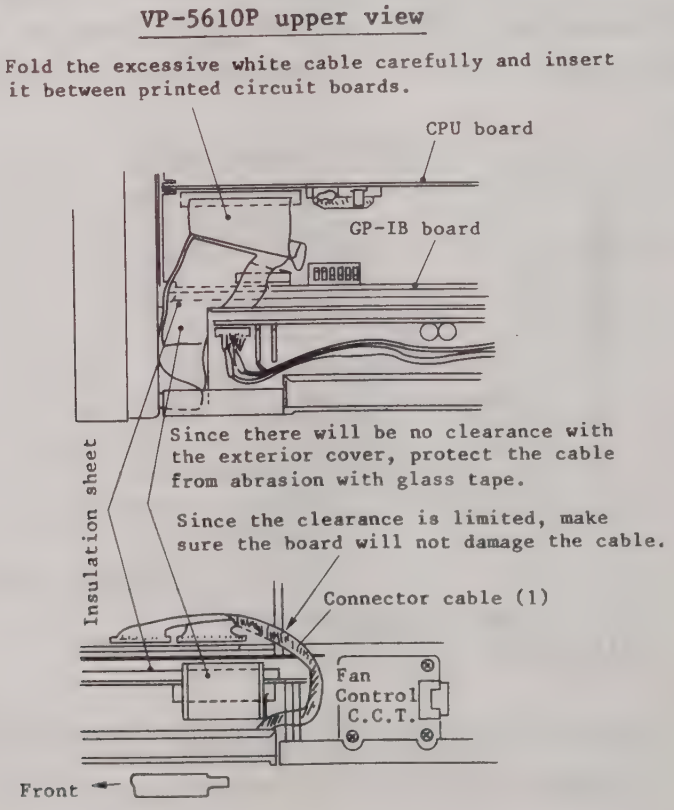

Fig. 4-47 Installing the GP-IB board
2. Insert the connector cable (1) into the clearance between printed circuit boards as shown in Fig. 4-47. Connect the 10-pin connector with J1364 and 8-pin connector with 1363.